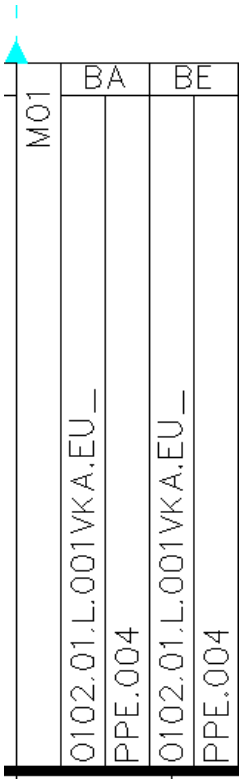

Bild 24.27 – Die Aggregatnummer im Benutzerschlüssel
- Wenn Sie den Benutzerschlüssel für dieses Gerät erzeugen oder aktualisieren, so erscheint die Aggregatnummer an zweiter Stelle (Abb. 24.27).